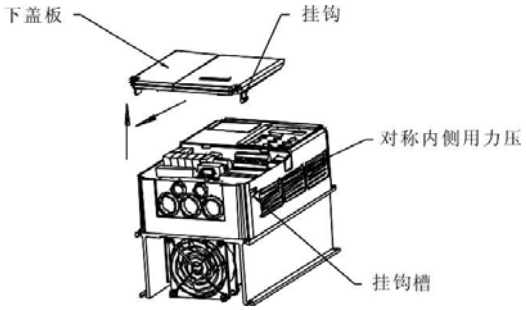

图 3-2 塑胶外壳下盖板拆卸图
3、下盖板拆卸和安装，ME280-4018以下ME280系列变频器采用塑胶外壳，塑胶外壳下盖板的拆卸参见图3-2。可用工具将下盖板的挂钩往内侧用力顶出即可。